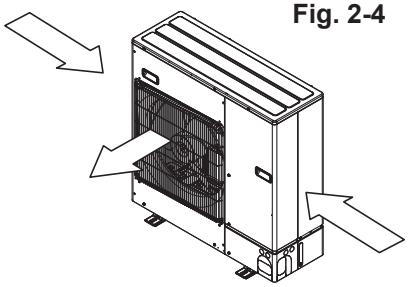

Fig. 2-5
③ Position the unit so that the air outlet blows perpendicularly to the seasonal wind direction, if possible. (Fig. 2-5)